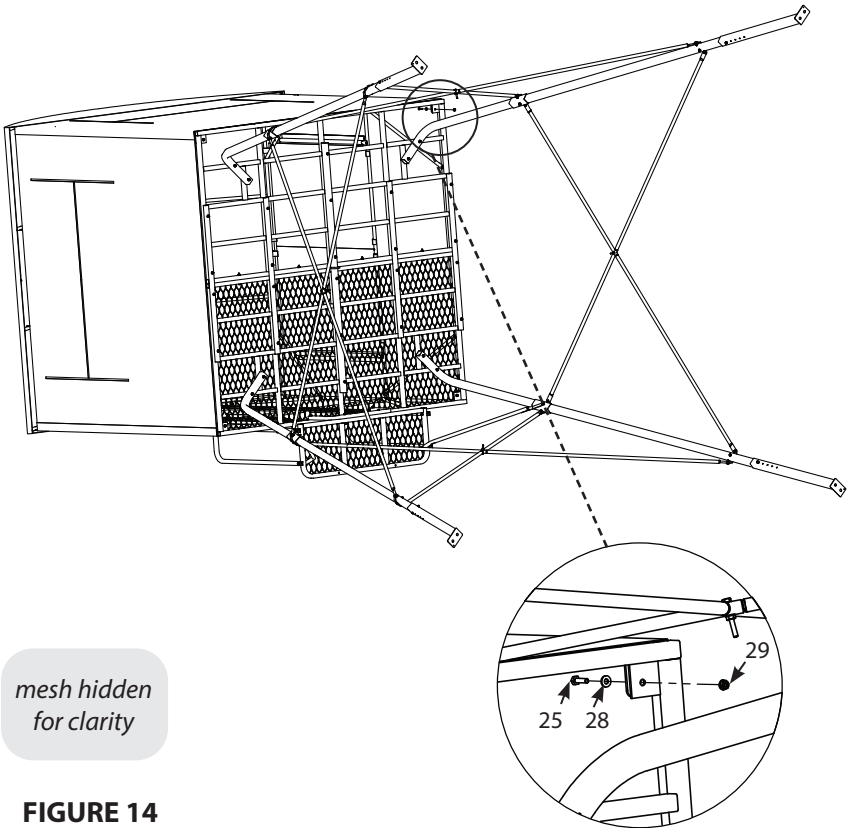

FIGURE 14
14. While the tower is on its side, it is now time to attach the Game Winner 6' x 6' Hybrid Blind ***(sold separately)*** to the tower. With the help of two other people, carefully tip the blind onto the door side and position it in place on the platform. While two people hold it in place, the third person should bolt the blind and tower together by reaching under the wall panels of the blind and using a 1/4-20 X 1 IN bolt (25), 1/4 IN steel washer (28) and 1/4-20 nut (29) in each corner. **SEE FIGURE 14.** *Securely tighten all loose hardware at this time.*